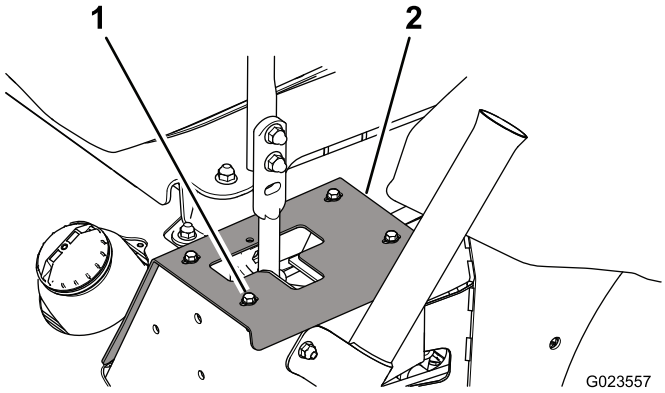

Figur 63
1. Du får adgang til dæmpermonteringsboltene ved at fjerne de bolte, der fastgør stoppladerne til stellet (Figur 63).